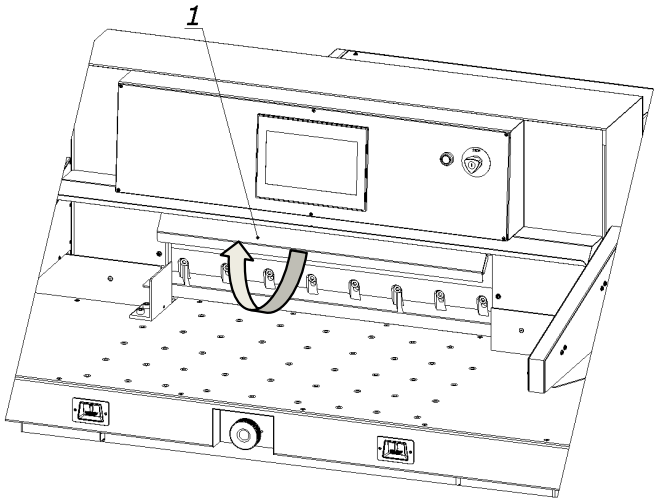

Figure 22.
3. Flip up knife cover 1 to open (Fig. 22).
8. Open the knife cover 1 (Fig. 22).
20. Open knife cover 1 (Fig. 22).